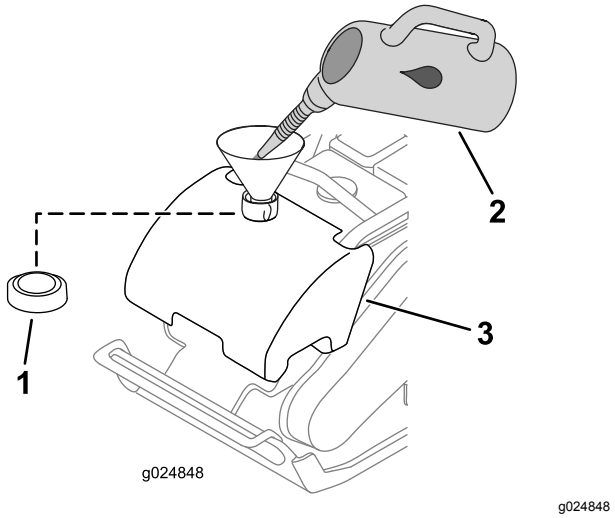

**Figure 9**
1. Remove the cap from the water tank (Figure 9).
2. Fill the tank with water (Figure 9).
3. Install the cap onto the water tank (Figure 9).